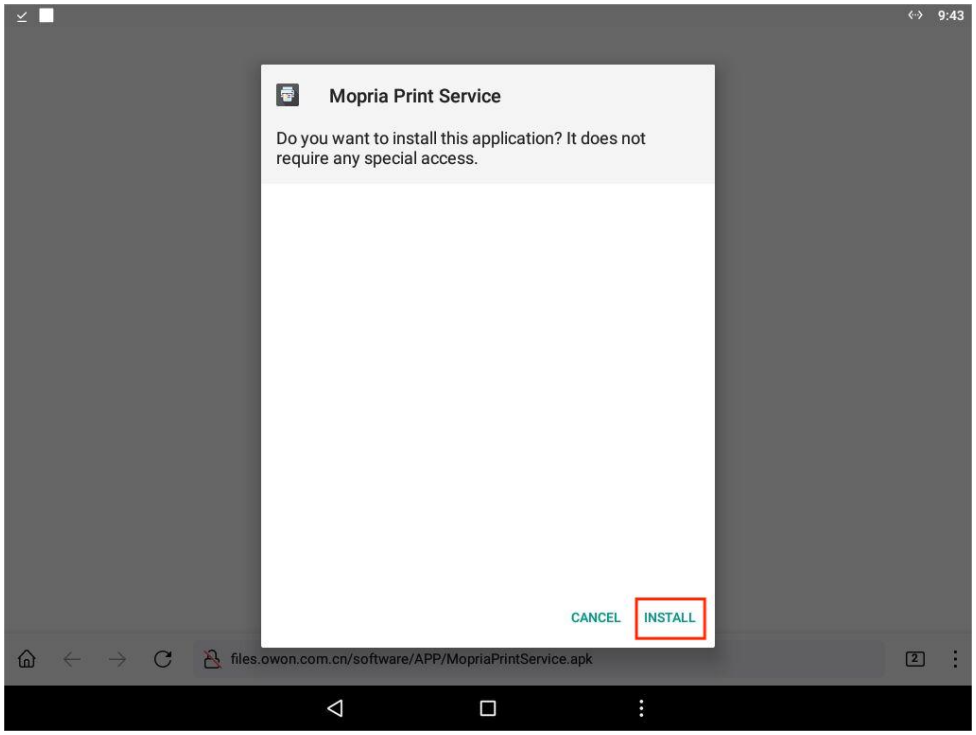

Figure 3
③Click install,start to install print app,as shown in Figure 3.